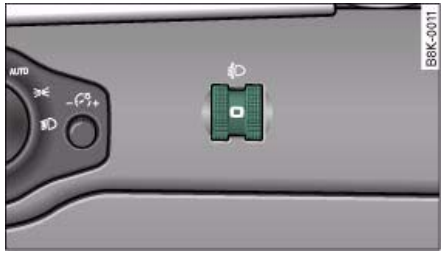

Fig. 58 Headlight range control
– Turn the thumbwheel ⇒ fig. 58 to the appropriate setting.